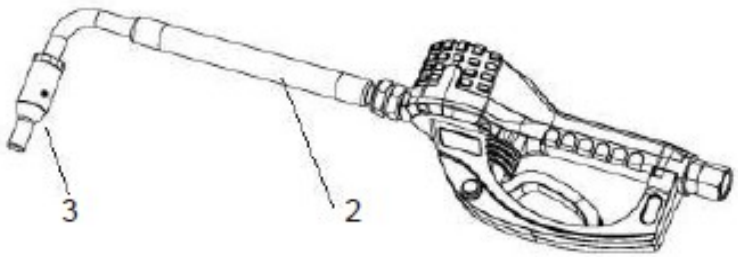

Рис. 3
1. Закрутите фитинг насадки (2) в расходомер на три полных оборота. (РИС. 3). Не используйте сопло с поворотным или ручным отключением. Следует использовать автоматическое сопло или расходомер может быть поврежден.
2. Закрутите новое сопло (3) на насадку. Используйте открытый гаечный ключ. Плотно закрепите.
3.Откройте запорные клапаны (B, рис. 3) на всех точках раздачи и запустите насос. Обратитесь к разделу «Эксплуатация» для правильной работы с расходомером. Чтобы обеспечить точность дозирования, удалите весь воздух из контура жидкости и раздаточного пистолета, прежде чем использовать его.Установите систему подачи на требуемый расход, который обычно составляет 5,6 л/мин. Не превышайте расход 19 литров в минуту.